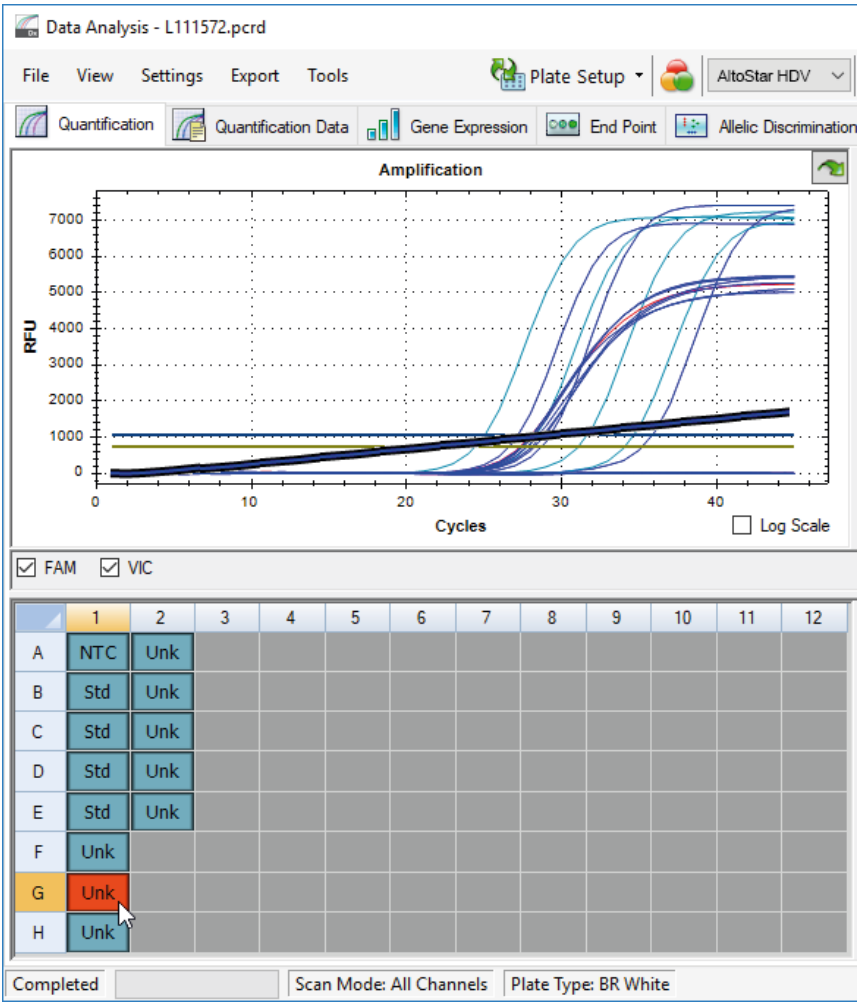

Figura 6: Ventana Data Analysis (análisis de datos): señal de PCR irregular
2. Identifique pocillos con señales de PCR irregulares (aumento de señal lineal, picos de señal, etc.) en cualquiera de los canales de detección FAM™ (HDV objetivo) y VIC™ (IC) (consulte la figura 6).